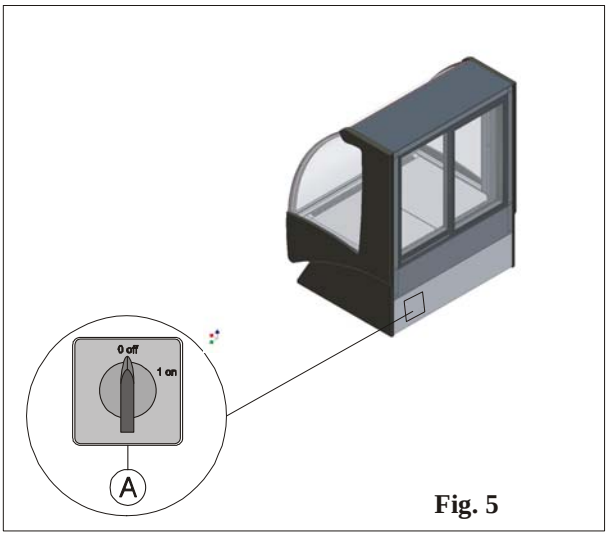

Fig. 5
2) Activate the display cabinet master switch, which is found on the rear protection panel. To introduce the electric power supply to the display cabinet, place the master switch at position “1” (fig. 5 pos. A).
To stop the plant act on switch (A), which is found behind the rear protection panel. Position the master switch at “0” (fig. 5 pos. A) disconnecting the display cabinet power supply.